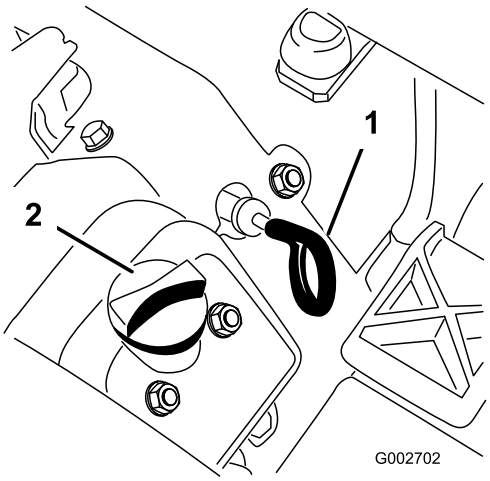

Figur 13
3. Dra ut oljestickan (Figur 13) och torka av den med en ren trasa. Sätt i oljestickan i röret och se till att den sitter som den ska. Ta ut oljestickan ur röret och kontrollera oljenivån. Om oljenivån är låg tar du bort påfyllningslocket från ventilkåpan och fyller på tillräckligt med olja så att nivån når upp till markeringen Full på oljestickan.